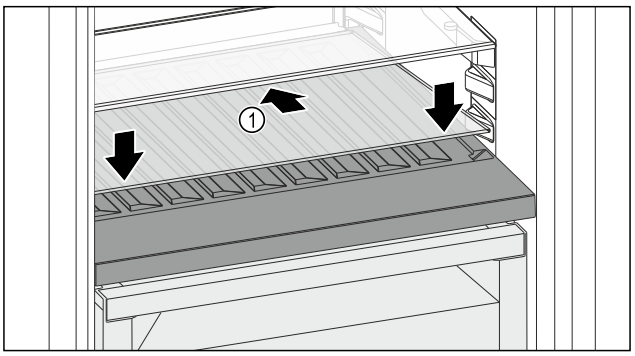

Fig. 147
▶ Вставьте стеклянную пластину *Fig. 147 (1)* наискосок и с уклоном назад вниз.
▶ Опустите стеклянную пластину *Fig. 147 (1)* спереди.